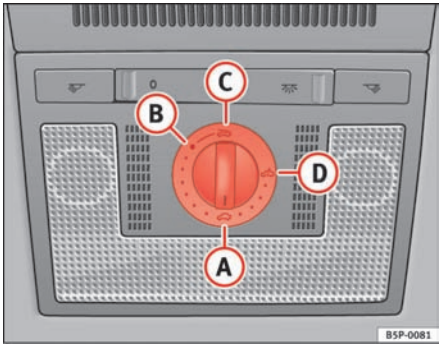

Fig. 70 Roof lining description: rotary control for sliding sun roof/ deflector
If the sliding/tilting roof has been opened again by the roll-back function, it can be closed only by pressing the rotary button at the front in position (A) ⇒ fig. 70 until the sliding/tilting roof has closed fully. **Please note that the sunroof will now close without the roll-back function.**